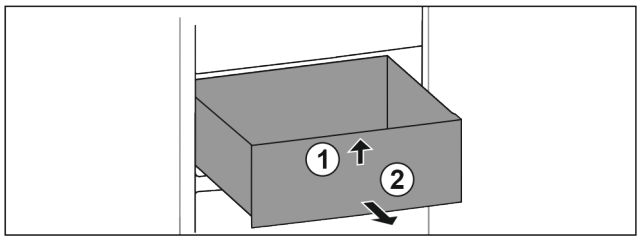

Fig. 21
▶ Levante el cajón por delante. *Fig. 21 (1)*
▶ Extraiga el cajón hacia delante. *Fig. 21 (2)*